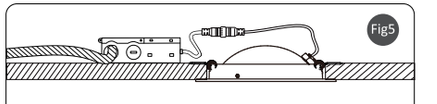

Fig5
5. Turn on the power after installation, check the fixture can work well, see Fig5.